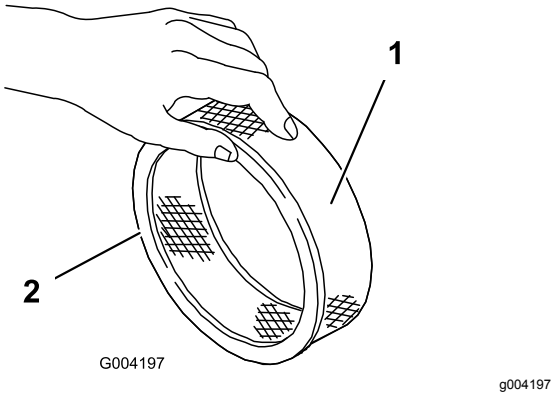

Figuur 43
5. Controleer het filterelement op scheuren, een vettig oppervlak of beschadiging van de rubberen afdichting (Figuur 43).
1. Schuif voorzichtig het schuimfilter van het papierfilter (Figuur 43).